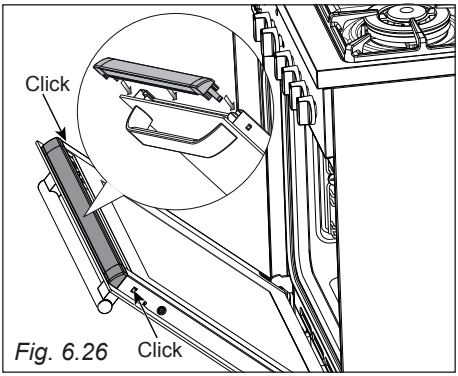

Fig. 6.26
- Gently push the glass retainer back into place. You should be able to hear the tabs on both sides click as they lock the glass retainer in (fig. 6.26). Please take special care to reassemble it correctly: if correctly fitted, the descending section shall be towards the inside of oven.